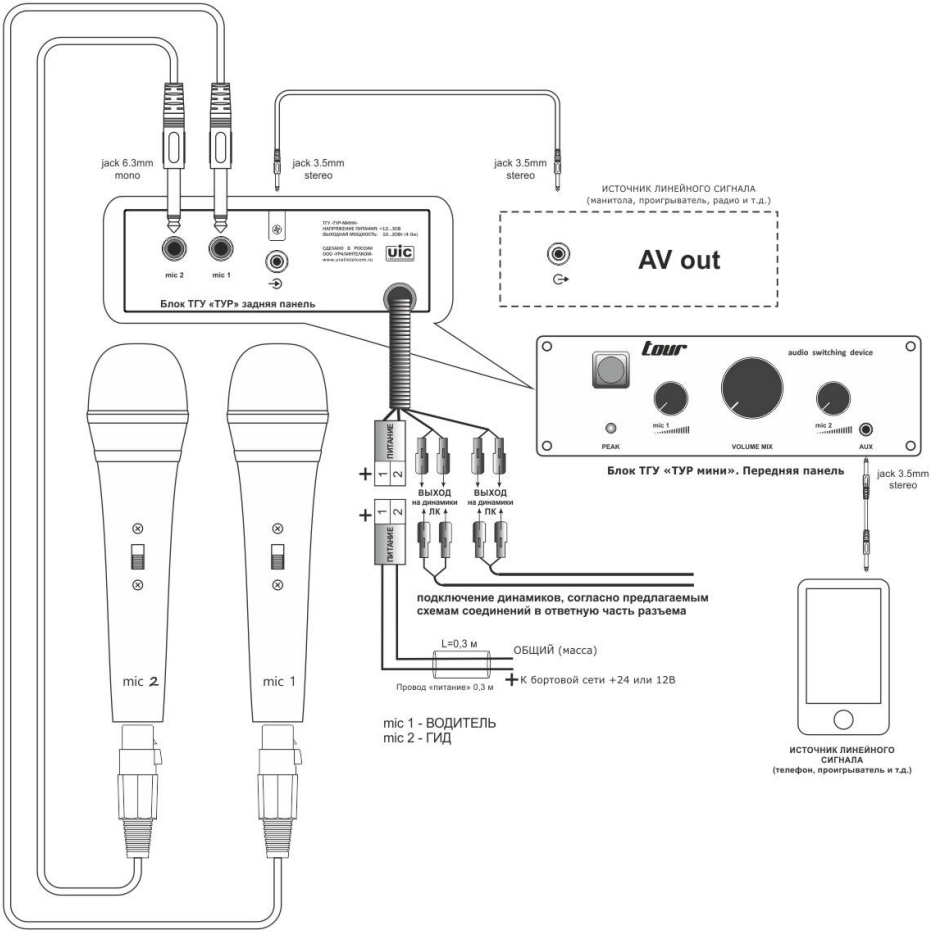

Рис. 5
- Базовый блок подключается к бортовой сети автобуса после предохранителя 5-10А через 2-х контактный разъем «питание» **с ОБЯЗАТЕЛЬНЫМ СОБЛЮДЕНИЕМ ПОЛЯРНОСТИ!** Распайка провода «питание» приведена на Рис. 5 (см. ниже). Внутри базового блока ТУР предусмотрена защита от переполюсовки питания и превышения напряжения питания свыше 33В. Однако в некоторых случаях защита может не сработать или не успеть сработать, что приведет к выходу блока из строя.
- Динамики подключаются согласно схеме подключения (см. рис. 5). Количество, динамиков и схема подключения зависит от длины автобуса, необходимой площади охвата речевым (музыкальным) оповещением, бортового напряжения питания. Рекомендуемое сечение проводов 2х0,75 или 2х1,0 мм, тип провода: акустический кабель или провод ПВС, ШВВП.